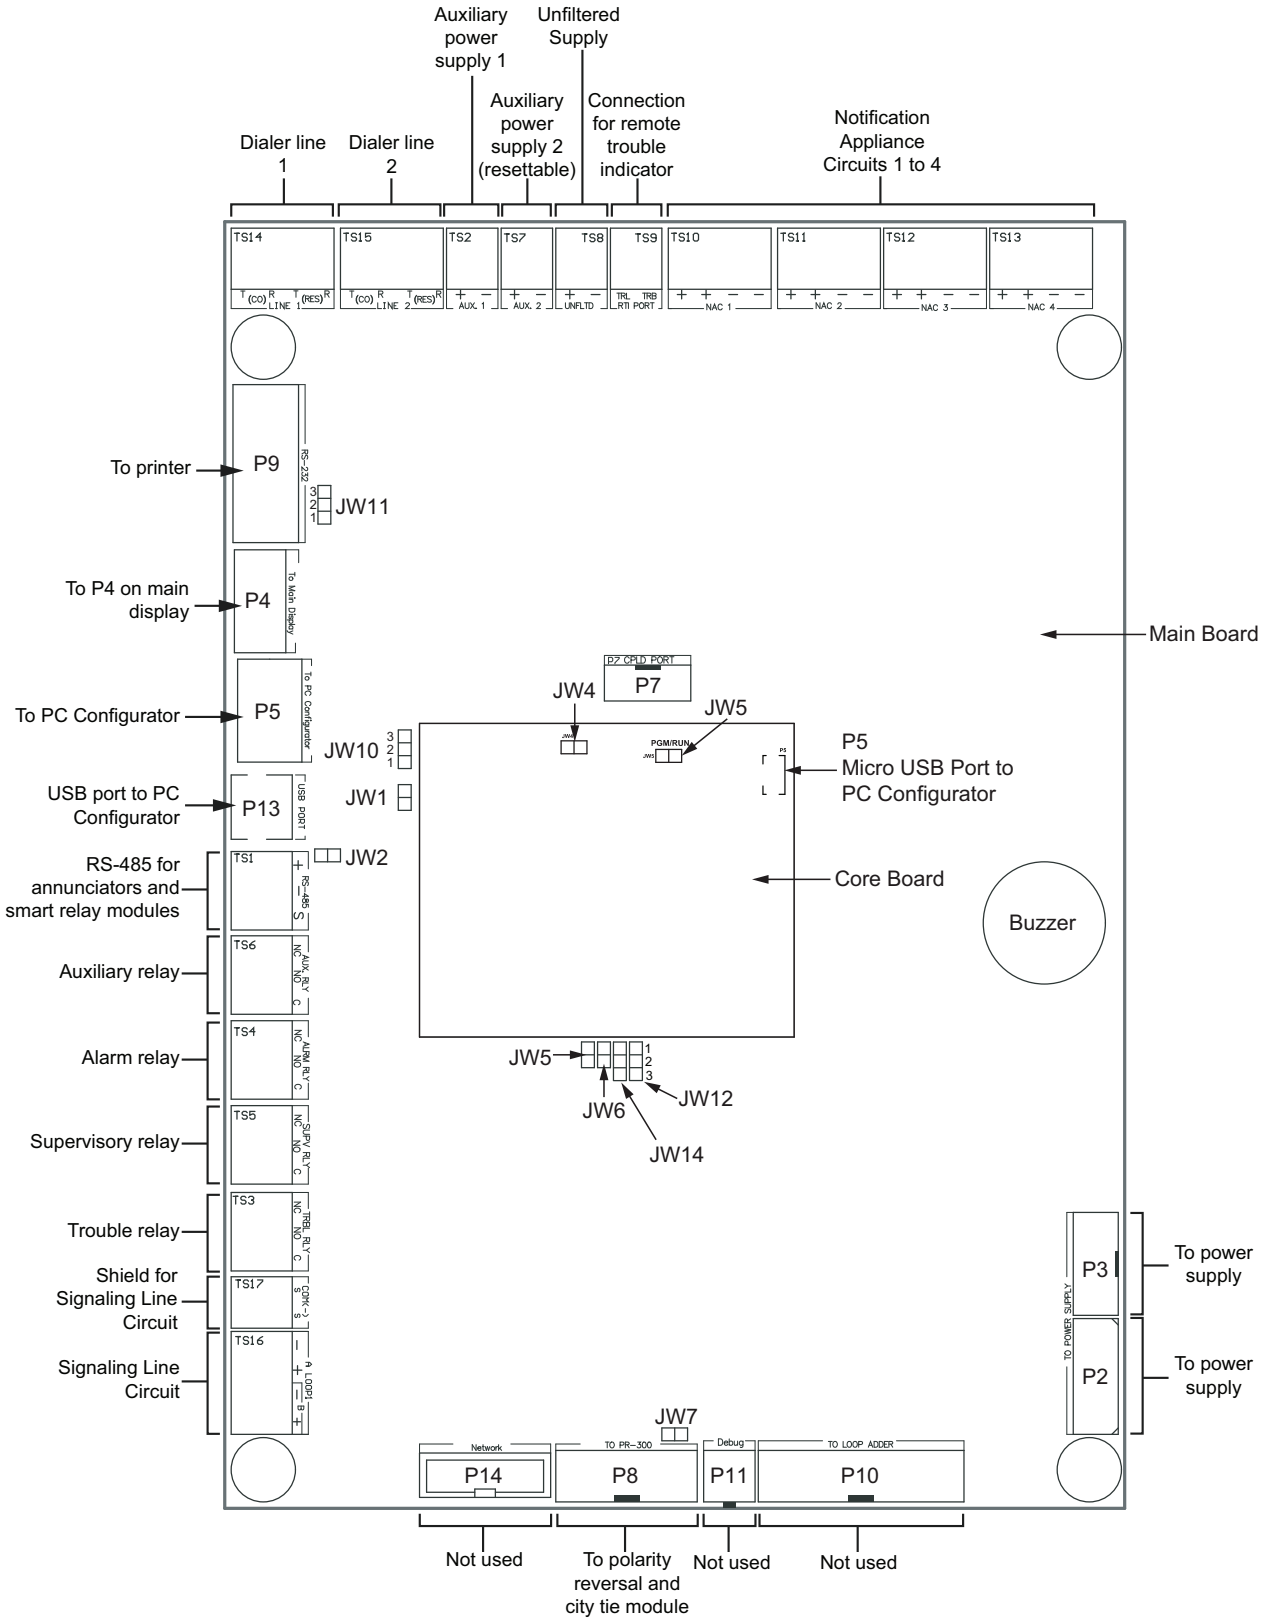

**Figure 3 Port and Jumper Locations on Main Board**
**Note:** If using a MR-2300-PR remember to remove JW7 on the main board. For the location of JW7 on the main board see Figure 3.